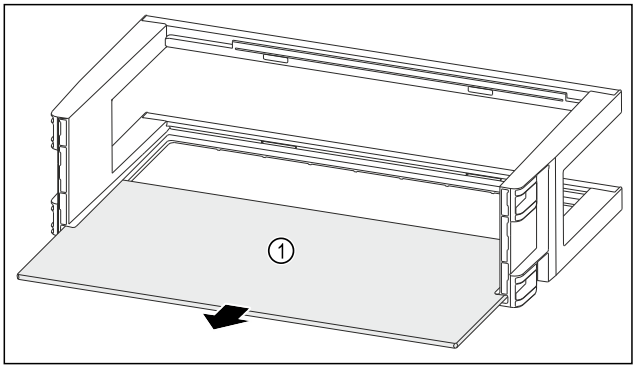

Fig. 129
- ▶ Odkládací plochu *Fig. 129 (1)* odeberte.